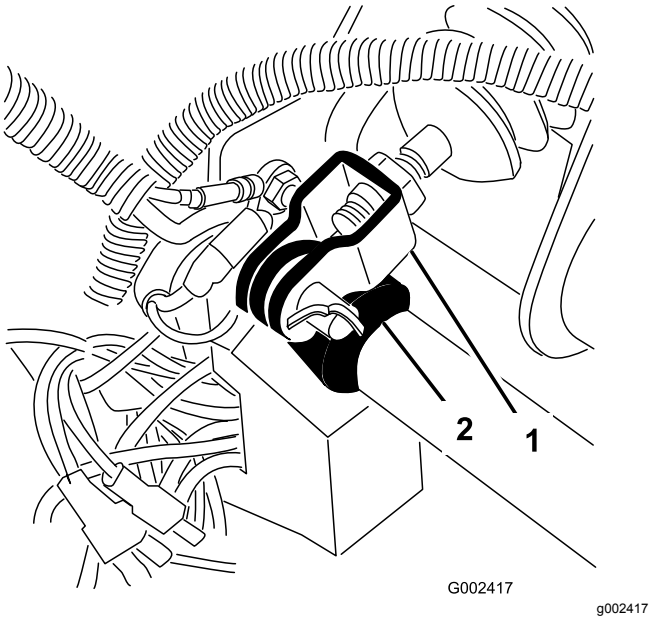

Figur 60
1. Fjern splinten og splittpinnene som fester hovedsylinderkrysshodet til bremsepedaltappen (Figur 60).